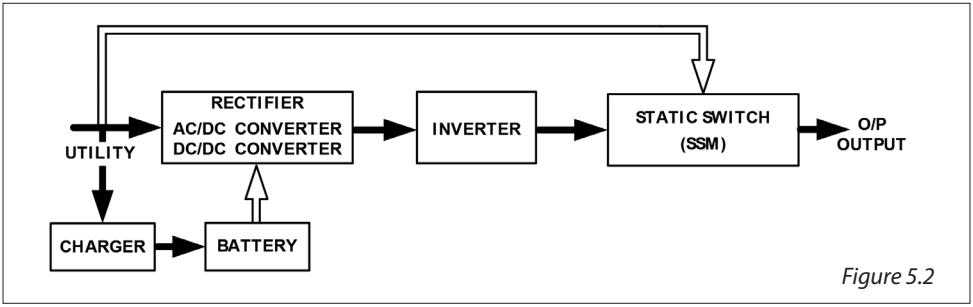

*Figure 5.2*
2. Lorsque le réseau revient à la normale, l'ASI se mettra en route sur le convertisseur AC/DC, éteint le convertisseur DC/DC, et active le chargeur. L'onduleur revient à l'état représenté sur la figure 5.2
4. L'onduleur redémarrera automatiquement lorsque le réseau sera de nouveau disponible, comme indique Figure 5.2.